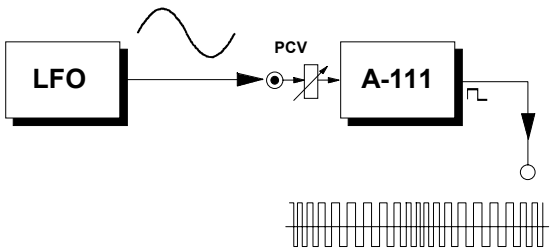

Fig. 15: Modulation of pulse width by an LFO
❻ PCV
Socket ❻ is the **pulse width** voltage control input socket for the VCO's rectangle wave. The level of voltage can be adjusted with attenuator ⑥. Fig. 15 shows pulse width modulation with an LFO.